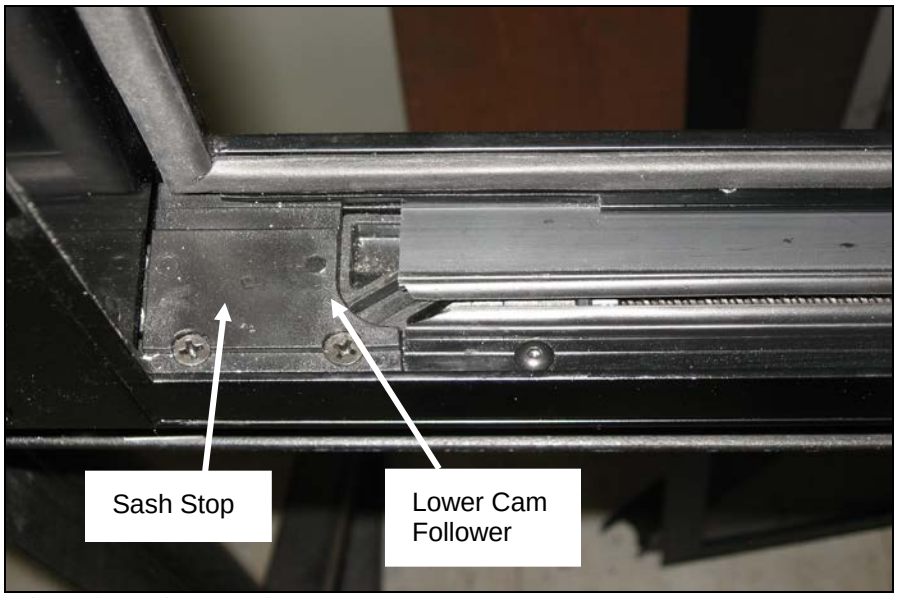

**FIGURE 97: PROPER ALIGNMENT**
1. Align the leading edge of the slot on the lower cam follower block with the sash stop. Use the power toggle switch to obtain the correct alignment. (Figure 97)